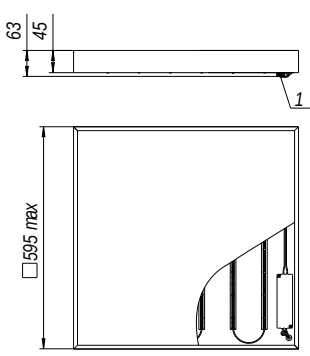

Рис.1
– для светильников со встраиваемым исполнением «В» (рис.1):